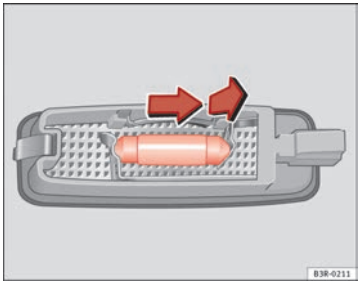

Fig. 240 Removing sun visor light
– Remove the bulb, moving it in the direction of the arrow and outwards ⇒ fig. 240. ■